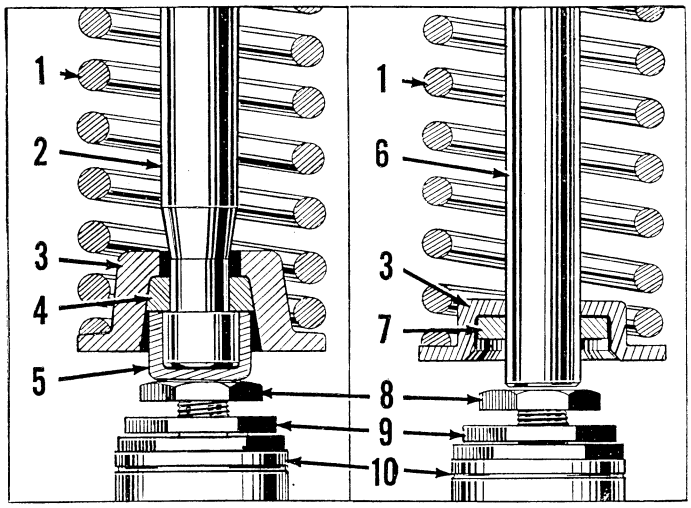

*Fig. MH4—Continental N62 exhaust and inlet valves. Valve rotators are used on exhaust valves only.*
12. Exh. valves in this engine have Roto caps on their stem ends (Fig. MH4) to provide a rotating motion each time valve is lifted. This causes a wiping action between valve face and its seat and permits longer valve life. To remove valves, remove hood, cylinder head, carburetor, distributor and valve chamber cover. Stuff small bits of cloth in oil return holes in valve chamber to prevent dropping valve spring keepers into crankcase. Compress valve springs and remove keepers (exhaust valves have split half-moon keepers and inlet valves have pins). Lift valves out of guides and springs; take retainer seats and Roto caps out of chamber. Renew valves if stem diameter is less than the values given below.